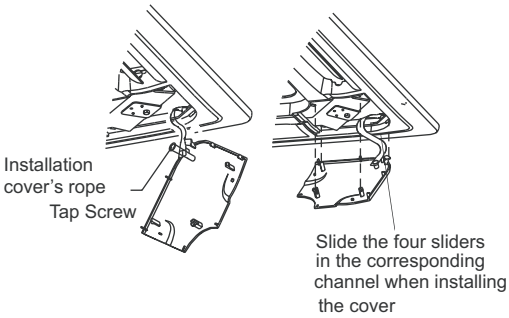

Fig. 25 - Display Wire Connection
g. Connect the display connector to the corresponding plug on the main body (see Fig. 25).